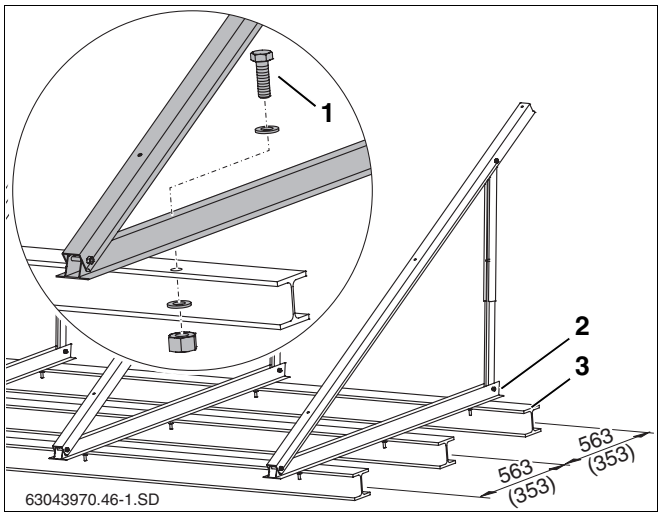

Afb. 26 Staander voor plat dak op een dubbele T-drager, maten in mm (waarden tussen haakjes = horizontale uitvoering)
U kan de staander voor plat dak bevestigen met voetverankering. Als voorbeeld wordt de bevestiging op een dubbele T-drager (afb. 26, **pos. 3**) beschreven.
- Draag de afstand tussen de gaten van het onderste profiel (afb. 26, **pos. 2**) over op de dubbele T-drager en boor dan de gaten.
- Steek de schroeven (zie tab. 8 en afb. 26, **pos. 1**) door de profielen en dubbele T-drager en schroef ze vast met moeren en vulringen.